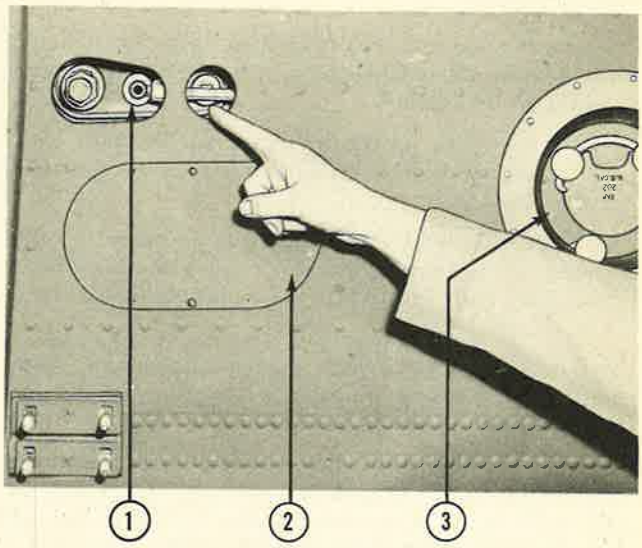

Figure 291—Fuel Tank Fittings on Top of Center Wing
1. Remove the top plate (3, figure 291) from around the filler neck by unscrewing the screws. Allow the rubber gasket to remain with the tank.
2. Working through the inspection holes near the filler neck (2, figure 291), disconnect the vent lines, the carburetor return line (1, figure 291), and the liquidometer tank unit wiring.
3. Put the inboard end of the main tank in place first. Have one man on top of the wing to connect the carburetor return line (1, figure 291) to the tank fitting. Raise the entire tank into the tank bay; then, drop the inboard end of the tank slightly and push the carburetor return line down to meet the fitting and connect before the tank is in place.